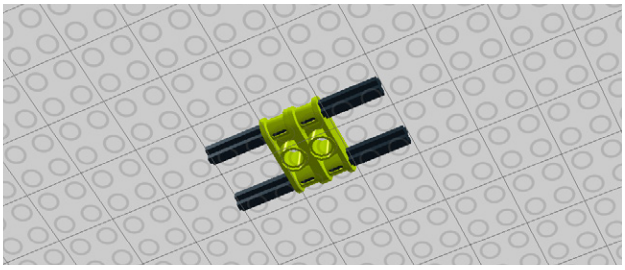

Figure 4-44. *Step 39: Adding cross blocks*
39. Next, let's work on the button assembly. Add two double cross blocks to a pair of 6M cross axles (Figure 4-44).